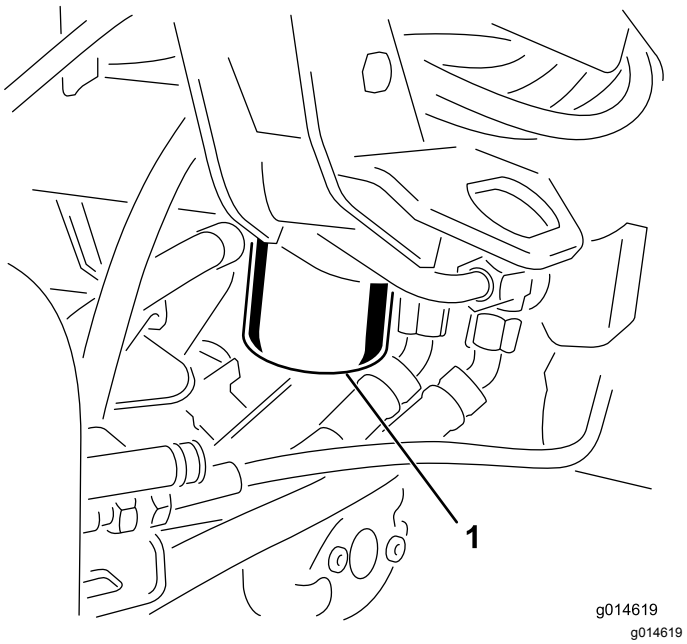

Figur 44
1. Rengør det område, hvor filteret monteres (Figur 44). Anbring en drænbakke under filteret, og afmonter filteret.